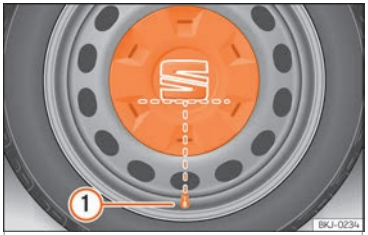

Fig. 32 Colocação correta do embelezador central da roda para jantes de aço.
• Coloque o embelezador central da roda sobre a jante. A parte inferior da sigla «S» do emblema da SEAT deve coincidir com a válvula de enchimento **›››** Fig. 32 (1).